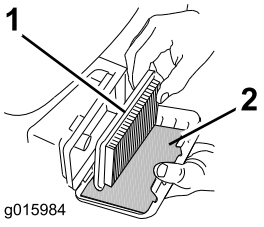

Figur 27
3. Ta bort pappersluftfiltret och skumförfiltret (Figur 27).